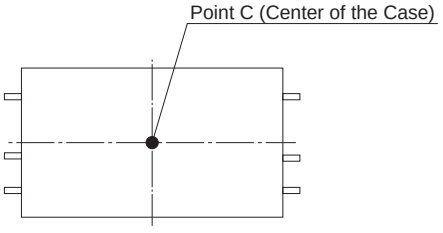

Fig.8.8 Temperature Measuring Point in the case of Forced Air Cooling (Upper Surface of the Case)
② SUC3
■In the case of forced air cooling, please have sufficient ventilation to keep the temperature of point C in Fig.8.8 at 100℃ or below.